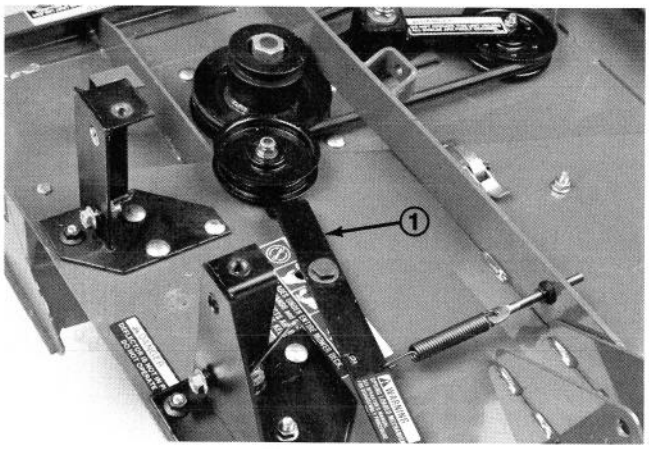

Figure 16
6. Mount idler pulley arm to deck with the following parts in this order: 3/8 -16 pivot screw, 1/2" thrust washer, idler arm, bushing, 3/8"thrust washer, deck and a 3/8 - 16 locknut (Fig. 16)
1. Route belt around small deck spindle pulley (Fig. 16).